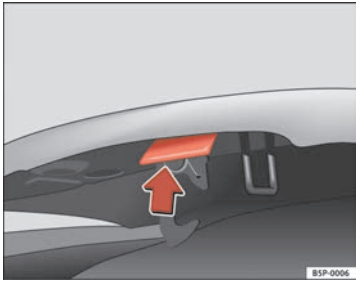

Fig. 168 Release catch under the bonnet
– Press the release catch under the bonnet upwards ⇒ fig. 168. This will release the arrester hook under the bonnet.